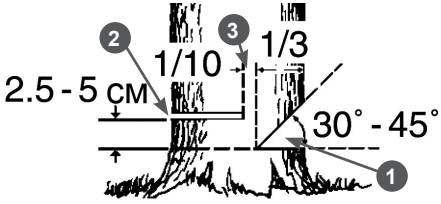

Рис. 23. Расположение запила, пропила и недопила
7. Сделайте основной валочный пропил 2 с противоположной стороны, выше основания запила на 2,5-5 см. Между основным пропилом и запилом должен оставаться недопил 3 примерно 1/10 диаметра ствола. Вставьте своевременно клин в пропил 2 (Рис. 23). Недопил 3 действует как шарнир и позволяет контролировать падение дерева (Рис. 23).
Ни в коем случае не допиливать до конца недопил 3 (Рис. 23), так как вы не сможете контролировать направление падения дерева.